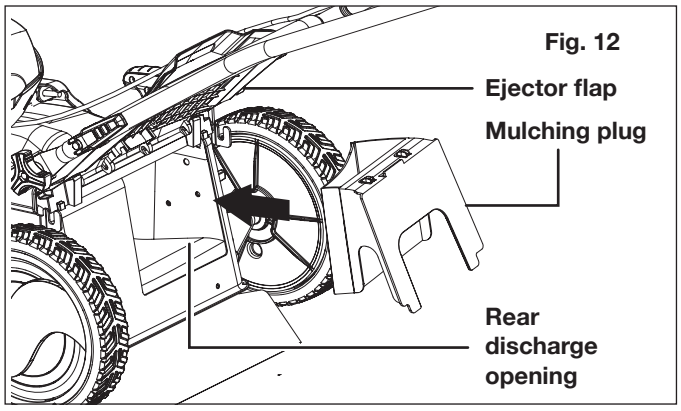

Fig. 12
2. Insert the mulching plug fully into the rear discharge opening and make sure it's seated securely (Fig. 12).